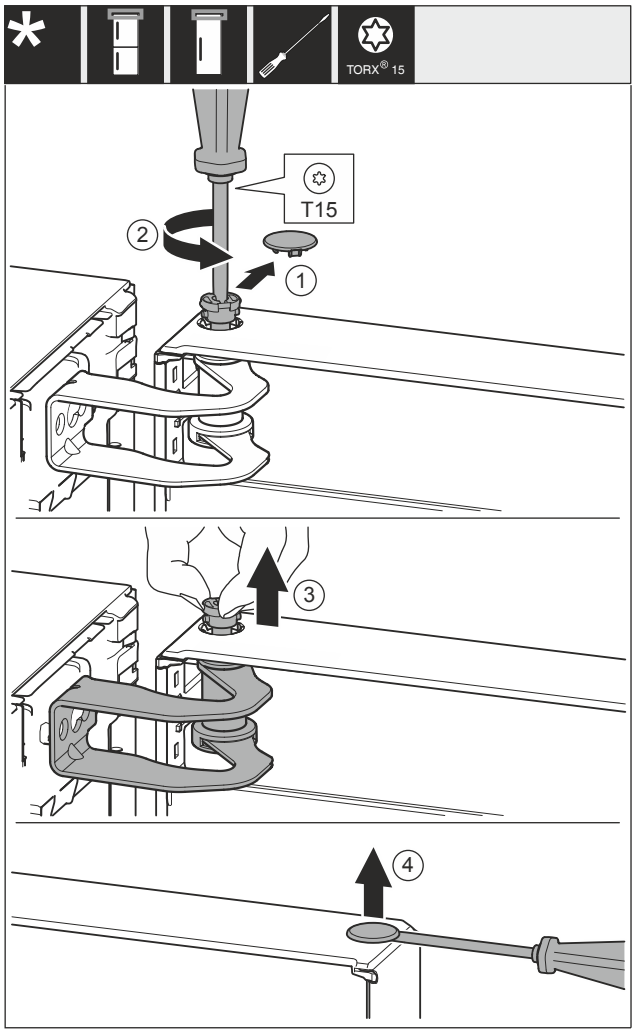

Fig. 10
▶ Pokrov *Fig. 10 (1)* previdno odstranite.
▶ Sornik *Fig. 10 (2)* nekoliko odvijte z izvijačem.
▶ Izvlecite sornike *Fig. 10 (3)* s prsti.
▶ Pokrov *Fig. 10 (4)* previdno dvignite z izvijačem in jih odstranite.